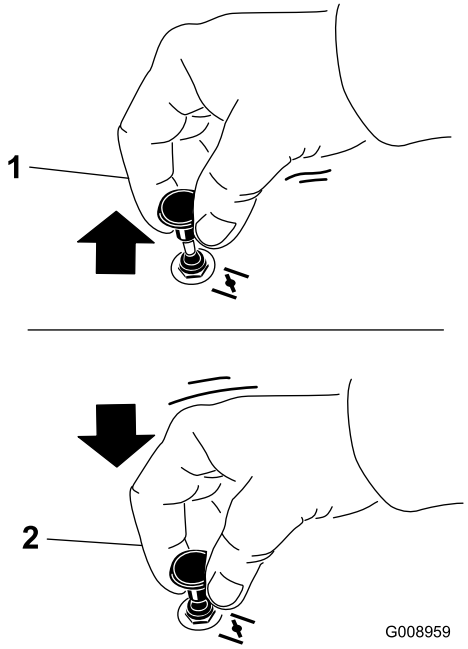

Figuur 13
2. Trek de knop van de choke omhoog om deze in te schakelen voordat u de contactschakelaar inschakelt (Figuur 13).
3. Druk de choke omlaag om deze weer uit te schakelen nadat de motor is gestart (Figuur 13).